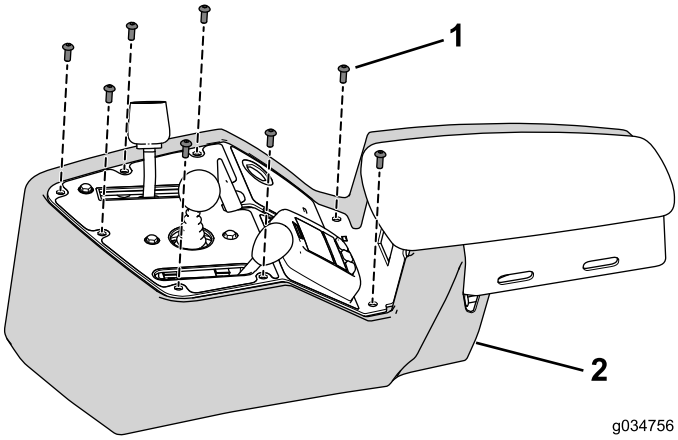

Figur 31
1. Bruk de åtte boltene som du fjernet tidligere, til å feste konsolldekslet til konsollenheten (Figur 31).